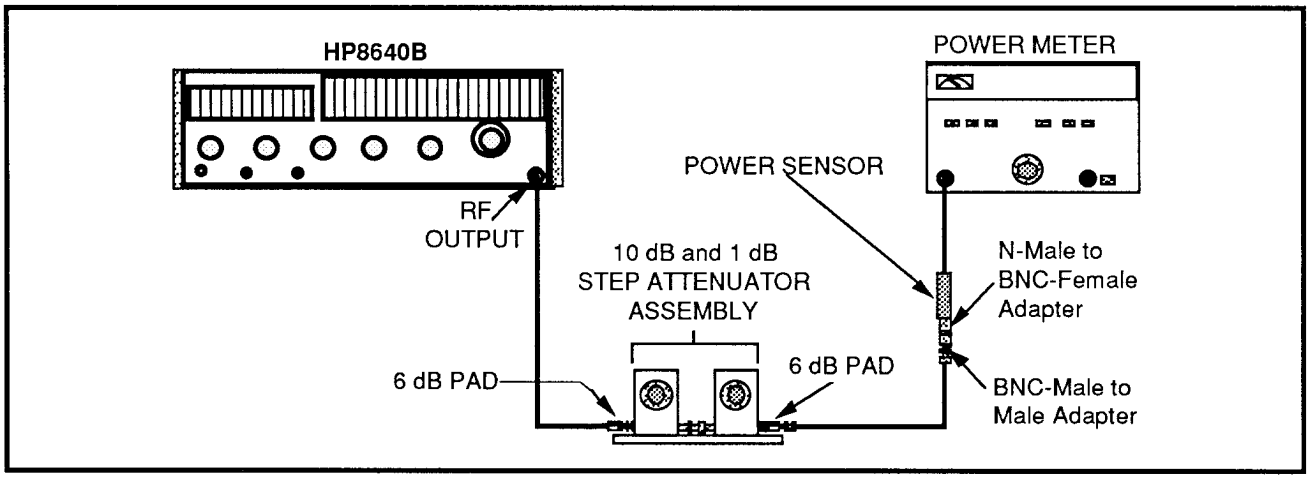

Figure 4-10. Gain Step Reference test setup.
(1) Connect the test equipment as shown in Figure 4-10.
(2) Set the step attenuators to 0 dB, and set the generator for a 100 MHz output and a power meter reading of –0 dBm.
(3) Set the step attenuators to 10 dB (add 10 dB of attenuation to the 100 MHz signal) and make a note of the power meter reading. This is the actual attenuation of the 10 dB step.
(4) Reset the step attenuator to 0 dB. Disconnect the cable from the power meter sensor and connect it to the RF INPUT.
(5) Perform frequency normalizations (if not previously done) by pressing UTIL 3 1.
(6) Start the first gain step measurement by pressing UTIL 5 5 1 0 1 W. The instrument will make a measurement and return to GAIN STEP REF menu.
(7) Start the second measurement by pressing 2 and 1, and entering the actual value of the 10 dB step attenuator determined in part (3).
(9) Press BKSP to return to the REFERENCE NORMALIZATIONS menu.